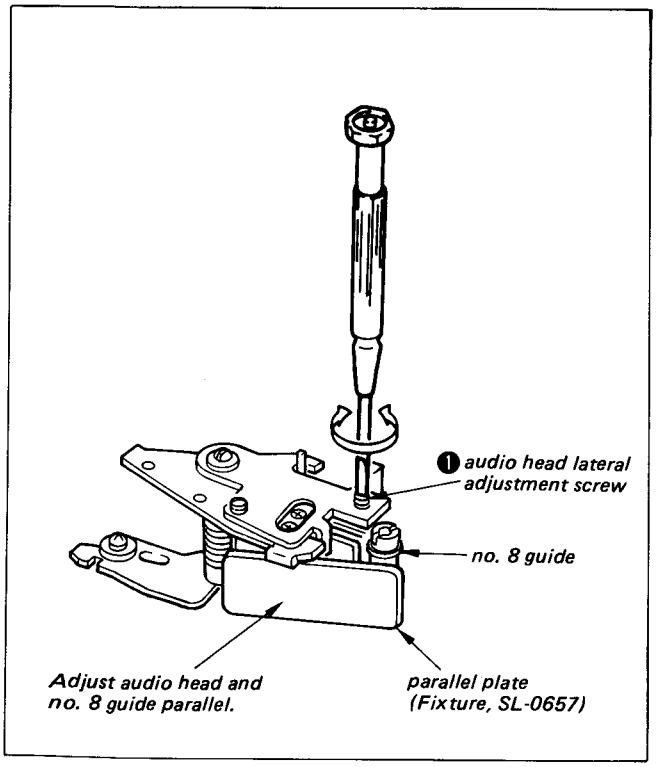

Fig. 4-8
1) Position the parallel plate (Fixture, SL-0657) at shown in Fig. 4-8, and turn audio head lateral adjustment screw ❶ to adjust the audio head vertically.